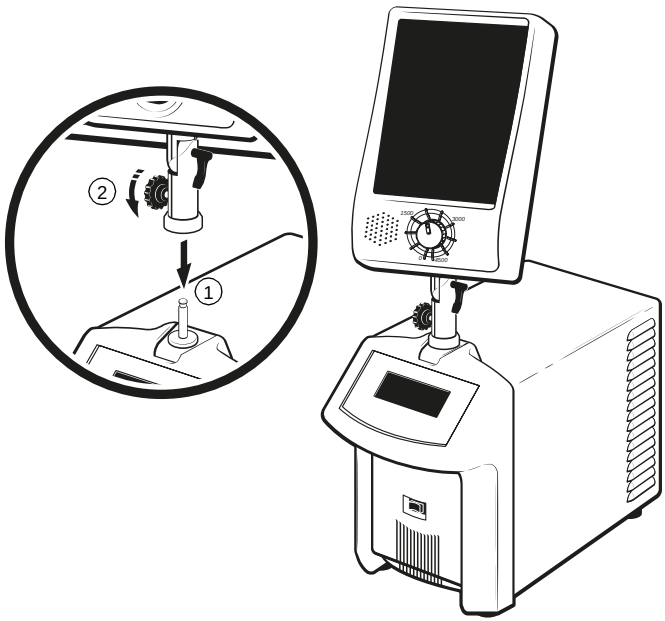

Abbildung 3-1. Anbringen der Bedieneinheit am Grundgerät
1. Richten Sie die Bedieneinheit am Montagesockel aus (siehe Abbildung 3-1).